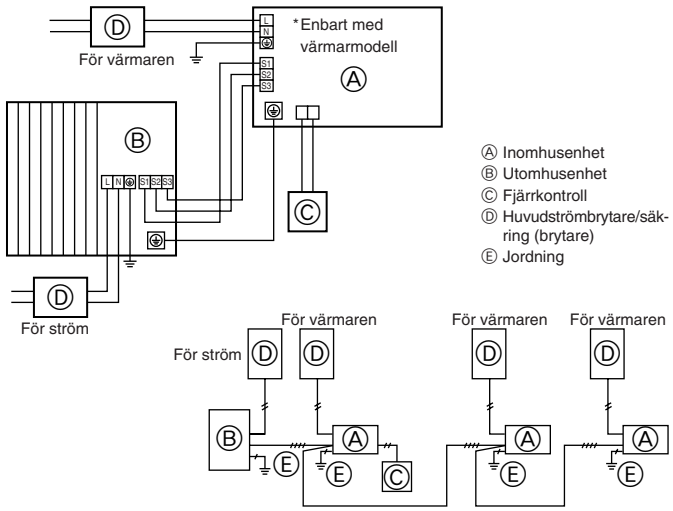

Fig. 6-1
6.1. Utomhusenhet (Fig. 6-1, Fig. 6-2)
① Ta bort servicepanelen.
② Hänvisa till fig. 6-1 och fig. 6-2 när kablarna dras.